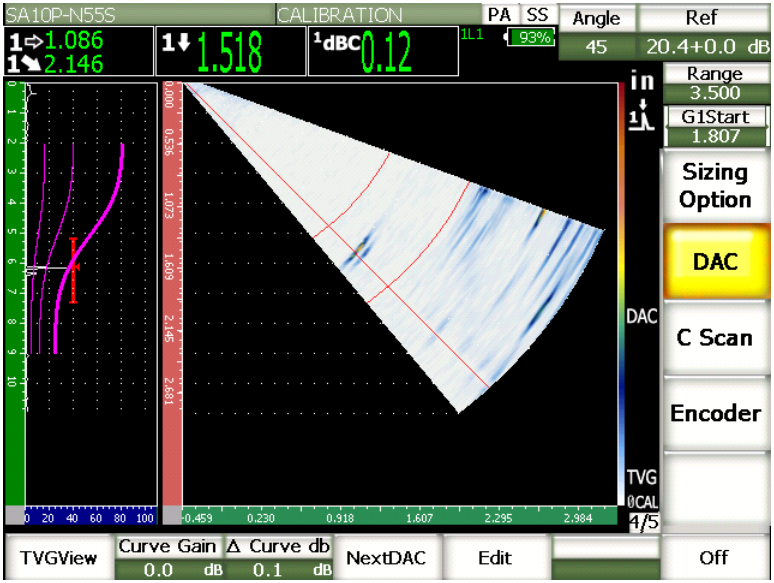

Figure 18-5 Completed PA DAC curve
6. When the DAC curve is complete (see Figure 18-5 on page 429), select the **DAC** submenu to enter inspection mode.